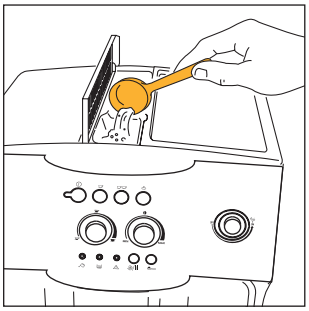

Abb. 19
2. Den Deckel in der Mitte anheben, in den Einfüllschacht einen gestrichenen Messlöffel vorgemahlenes Kaffeepulver geben (Abb. 19) und dann wie in Abschnitt 5 beschrieben vorgehen.